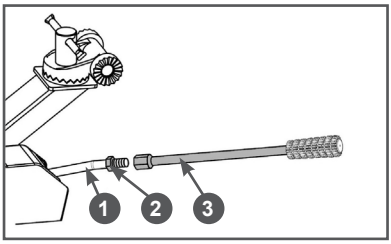

Рис. 13 Установка рычага переключения передач
7. Установите рычаг переключения передач. Прикрутите рычаг 3 переключения передач к основанию 1 рычага до упора, после чего зафиксируйте рычаг с помощью контргайки 2 (Рис. 13).